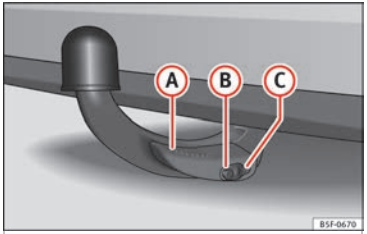

Fig. 220 Detachable ball properly attached.
- Lever (A) ››› Fig. 220 is fully raised.
- The release bolt (B) ››› Fig. 220 is sticking fully out (the red and green part is visible).
- Cover (C) ››› Fig. 220 is placed over the lock.